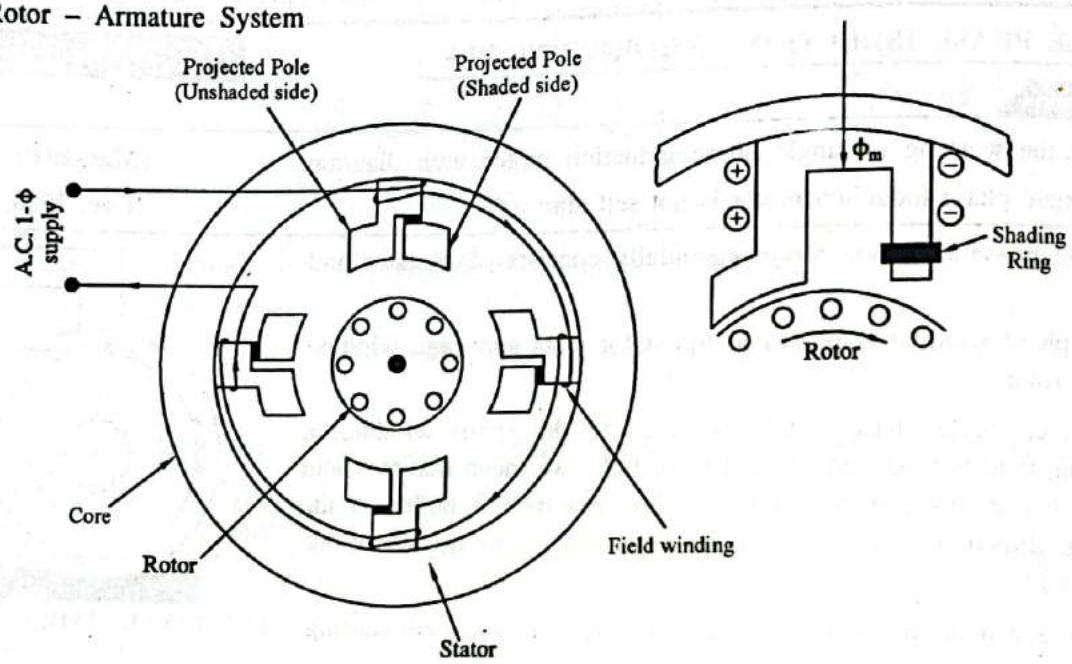

**FIG. 4.17 : SHADED POLE INDUCTION MOTOR**
- Fig. 4.17 shows the shaded pole single phase induction motor. There are main two parts of the shaded pole single phase induction motor;